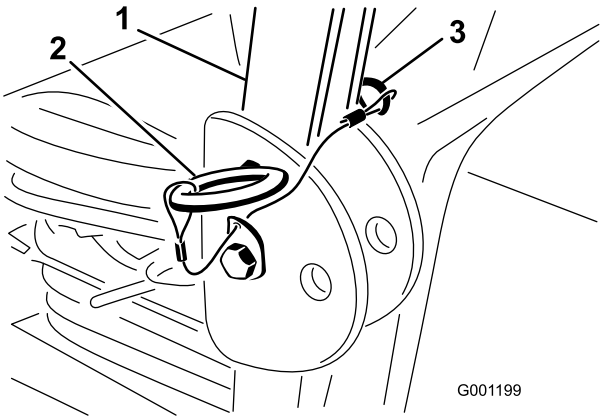

Figuur 30
1. Om de rolbeugel omlaag te klappen, verwijdert u de R-pennen en de 2 pennen (Figuur 30).
3. Plaats de 2 pennen en zet deze vast met de R-pennen (Figuur 30).
4. Om de rolbeugel omhoog te klappen, verwijdert u de R-pennen en de 2 pennen (Figuur 30).
5. Klap de rolbeugel omhoog, plaats de 2 pennen en zet deze vast met de R-pennen (Figuur 30).